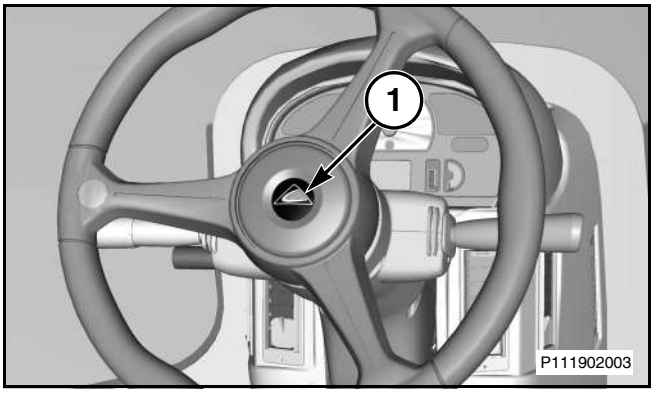

Рис. 34
Рис. 34: Кнопка звукового сигнала находится в центре (1) рулевого колеса. Чтобы включить звуковой сигнал, нажмите на центр рулевого колеса. Звуковой сигнал используется для предупреждения.